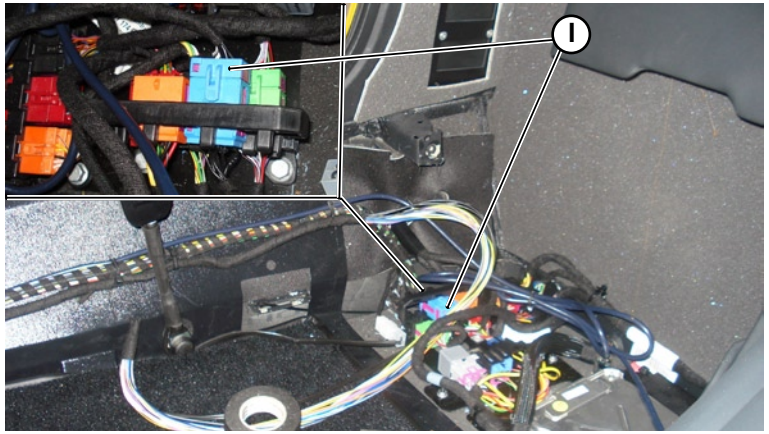

Fig.10
22. Locate the blue connector (**I-Fig.10**) that is present in the zone buhind the passenger seat (only one black wire is conneted at this blue connector) afterwards remove this blue connector (**I-Fig.10**) from the connector that fix it at the car.
26. As it's shown in the picture beside (**M-Fig.11**), insert the wires with the little faston (**O-Fig.11**) into the blue connector (**H-Fig.10**) (that was removed from the car by the operation 24) following the layout shown in the table under here:
28. Connect the blue connector (**Q-Fig.12**), where the wires of the VTS harness have been inserted, in the same position (**I-Fig.10**) where it was present on the car before start these operations.